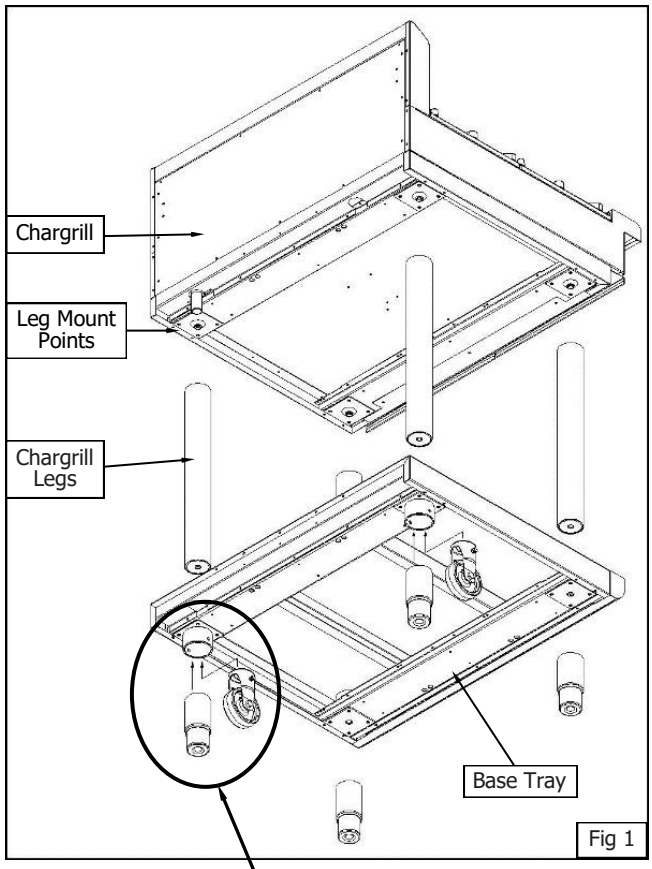

Fig 1
7. The two rear leg housings can be fitted with either adjustable legs or rollers. (See Fig 1).